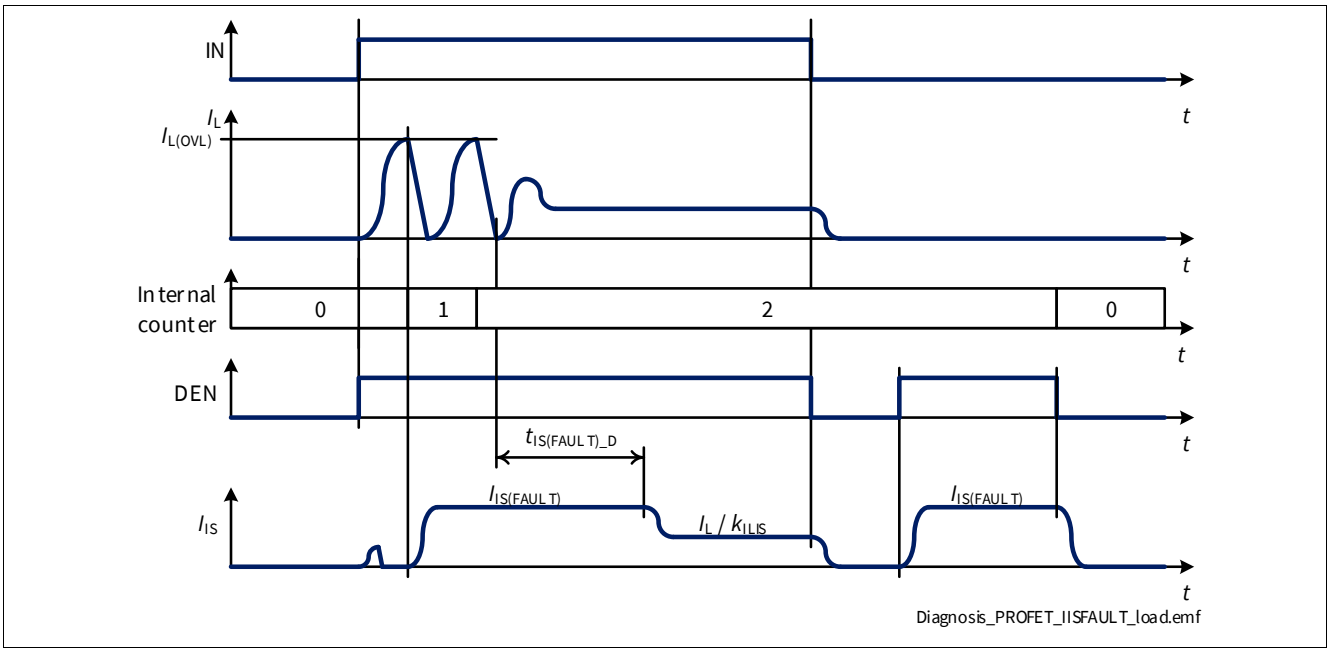

Figure 35 $I_{IS(FAULT)}$ at Load Switching
- If the channel is ON and the number of retries is lower than "$n_{RETRY(CR)} + n_{RETRY(CYC)} * n_{RETRY(NT)}$", the current $I_{IS(FAULT)}$ is provided for a time $t_{IS(FAULT)_D}$ after the channel is allowed to restart, after which $I_{IS} = I_L / k_{ILIS}$ (as shown in **Figure 35**). During a retry cycle (while timer t_{RETRY} is running) the current $I_{IS(FAULT)}$ is provided each time the channel diagnosis is checked